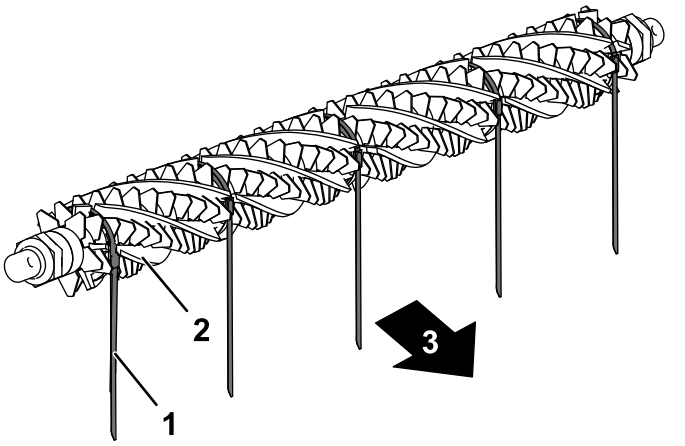

Figur 17
3. Fra den ene siden av børstespolen, skyv en børste inn i hvert spor rundt hele lengden til børstespolen (Figur 17).
Viktig: **Stroppene må snurres i den primære roteringsretningen rundt børstekniven og børsten. Figur 17 viser stroppene montert for rotering forover.**